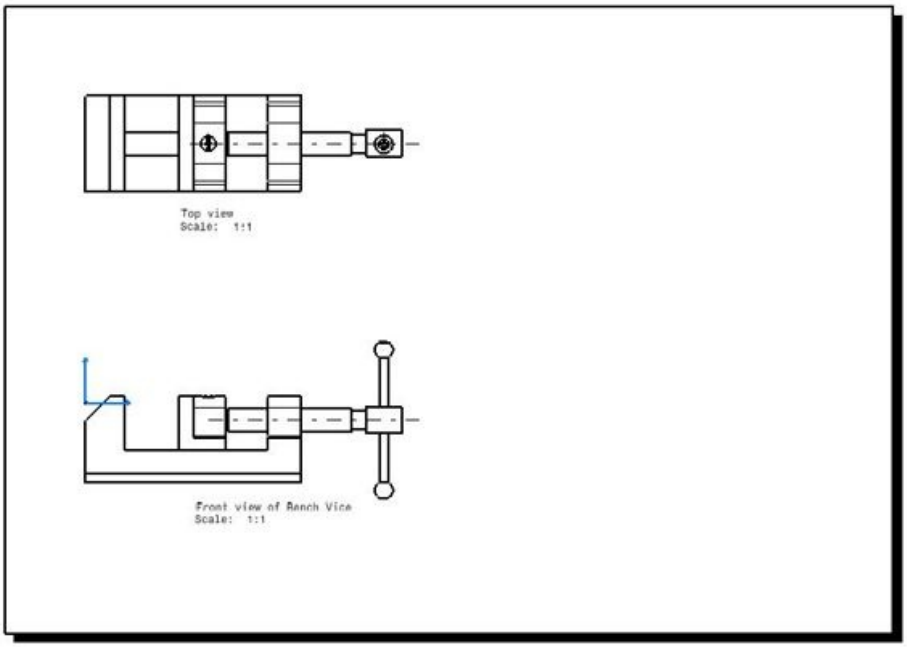

Figure 13-58 *The drawing sheet after generating the top view*
e. Generate the top view, refer to Figure 13-58.
2. Move the cursor close to the top-left corner of the drawing sheet and then click; the top view is generated, refer to Figure 13-58.
The drawing sheet after generating the top view is shown in Figure 13-58.